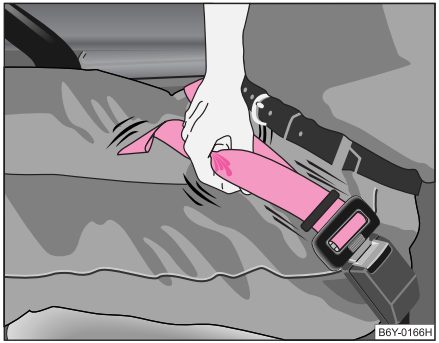

Fig. 108 Scurtarea centurii de bazin
– Trageți de capătul liber al centurii ⇒ pagina 128, fig. 108.